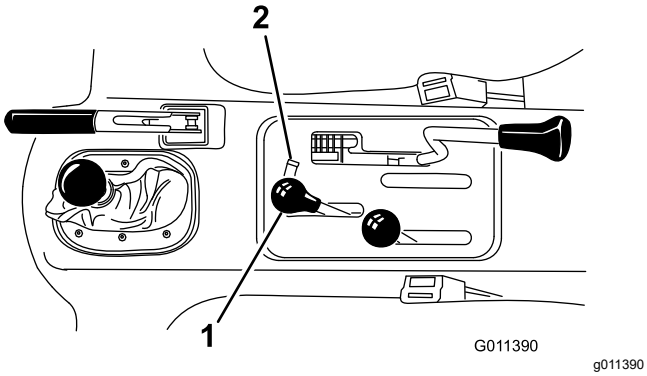

Figur 16
- Om Workman-fordonet har serienummer 240000001 eller högre för du den hydrauliska lyftspaken (Figur 16) fram och tillbaka.